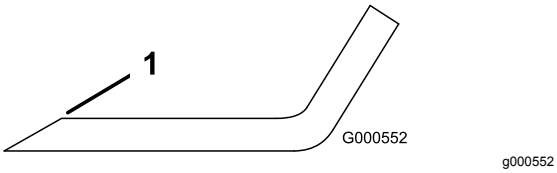

**Figuur 103**
1. Gebruik een vijl om de snijranden aan beide uiteinden van het mes te slijpen (Figuur 103).
**Opmerking:** Als het mes niet in balans is, moet u wat metaal afvijlen van het uiteinde van de vleugel (Figuur 103).